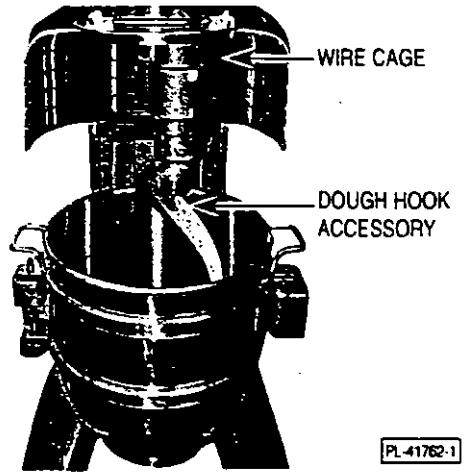

Fig.4
4. Place the agitator inside the bowl, then attach it to the agitator shaft (Fig. 4).